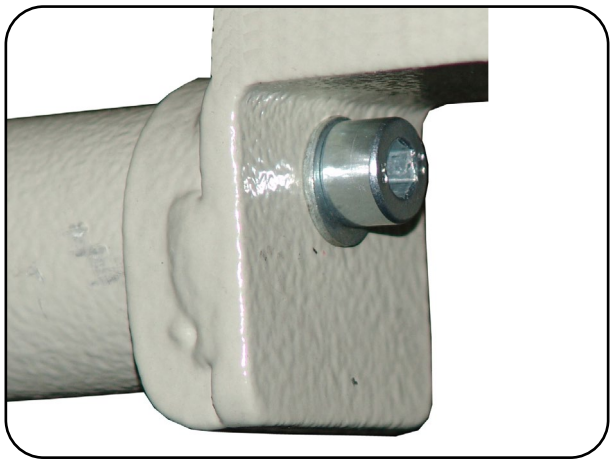

Abb. 6.1.02 – Aufnahmeschale der Kopfauflage
5. Entfernen Sie an den Aufnahmeschalen der Kopfauflage die zwei seitlichen Zylinderkopfschrauben M8 x 16 mit Federring (Abb. 6.1.02).
7. Schrauben Sie zur Fixierung der Kopfauflage die zwei zuvor entfernten Zylinderkopfschrauben M8 x 16 mit Federring seitlich in die Aufnahmelaschen fest ein (Abb. 6.1.02).